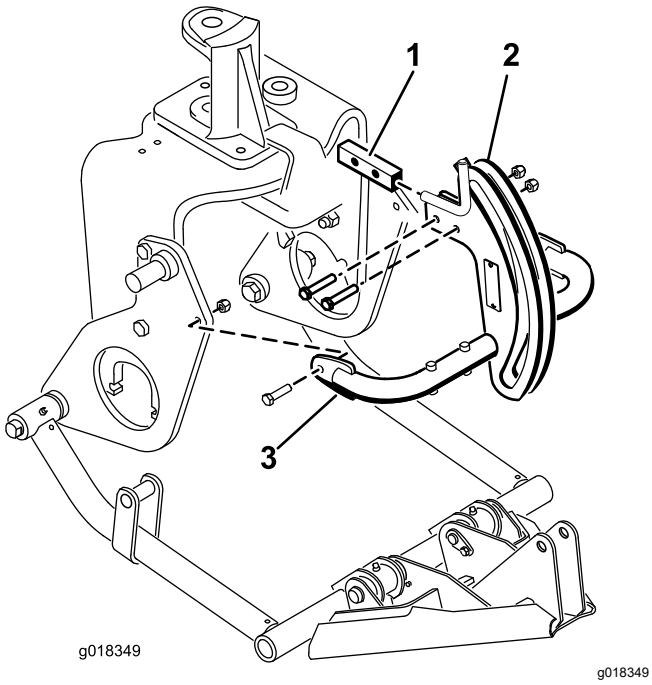

Figur 14
6. Monter det øverste af trækrammen på trækrammens beslag med 2 bolte (⅜" x 2") og møtrikker (Figur 14).
7. Monter trækrammens rør på plovpladerne med bolte (⅜" x 1½") og møtrikker (Figur 14), og stram fastgørelsesanordningerne.